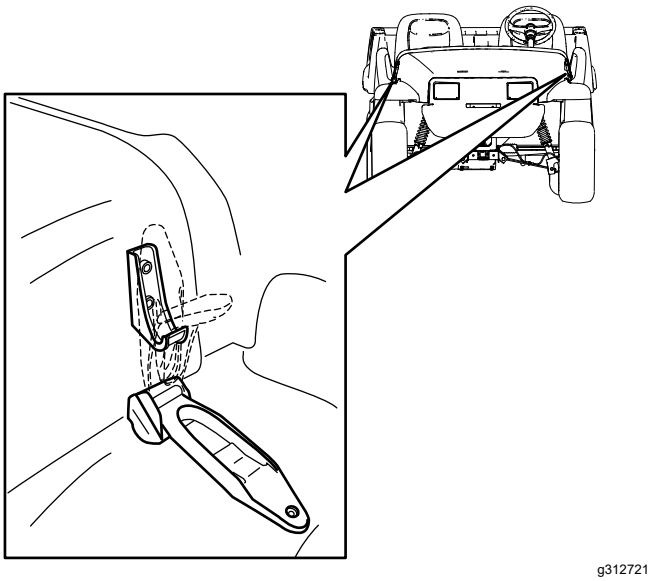

Figura 22
1. Eleve a pega dos trincos de borracha de cada lado do capot (Figura 22).
2. Segure no capot alinhando os trincos de borracha com as âncoras do trinco em cada lado do capot (Figura 22).